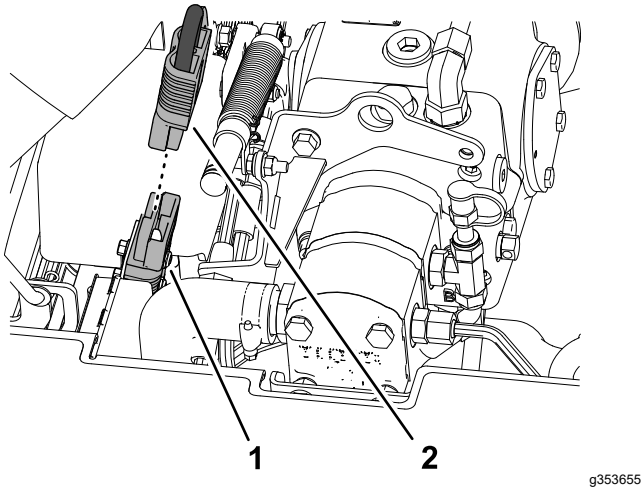

Figur 33
1. Påfør dielektrisk fedt på kontaktfladerne på batterifrakoblingskablet (Figur 33).